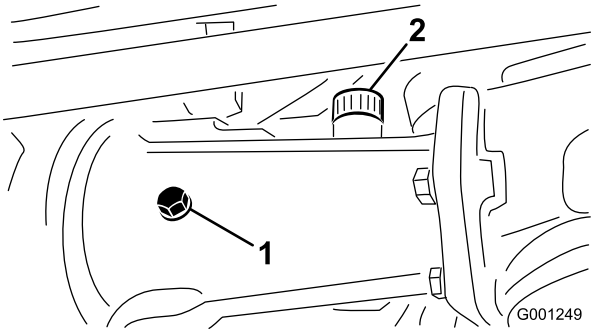
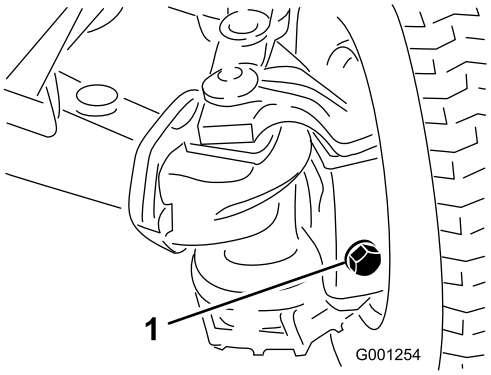

Figur 62
Figur 63
2. Fjern kontrolproppen fra centerakselhuset og akslen, og fyld/kontrolpropperne ved hvert udvendige akselhus (Figur 62 og Figur 63).
3. Kontrollér, at smøreolien når op til gevindene i bunden af hvert aftapningshul (Figur 62 og Figur 63).
A. Hvis du fylder centerakselhuset, skal du fjerne påfyldningsproppen (Figur 62).
B. Fyld den angivne bagakselolie i akslens beholder(-e), indtil oliestanden når op til bunden af kontrolprophullerne (Figur 62 og Figur 63).
C. Hvis den er fjernet fra centerakselhuset, skal du påføre PTFE-gevindforsegling på gevindene på påfyldningsproppen og montere den i huset (Figur 62).
5. Sæt PTFE-gevindforsegling på gevindene på kontrolproppen fra centerakselhuset og påfyldnings-/kontrolpropperne fra de to udvendige akselhuse (Figur 62).
6. Monter kontrolproppen i centerakselhuset og påfyldnings-/kontrolpropperne i de to udvendige akselhuse (Figur 62 og Figur 63).
1. Drænprop (3)
8. Sæt PTFE-gevindforsegling på gevindene på kontrolproppen fra centerakselhuset og påfyldnings-/kontrolpropperne fra de to udvendige akselhuse. Se Kontrol af oliestand i bagakslen (kun model 30345) (side 49) og Figur 62 i Figur 63.
9. Monter kontrolproppen i centerakselhuset og påfyldnings-/kontrolpropperne i de to udvendige akselhuse. Se Figur 62 og Figur 63 i Kontrol af oliestand i bagakslen (kun model 30345) (side 49).